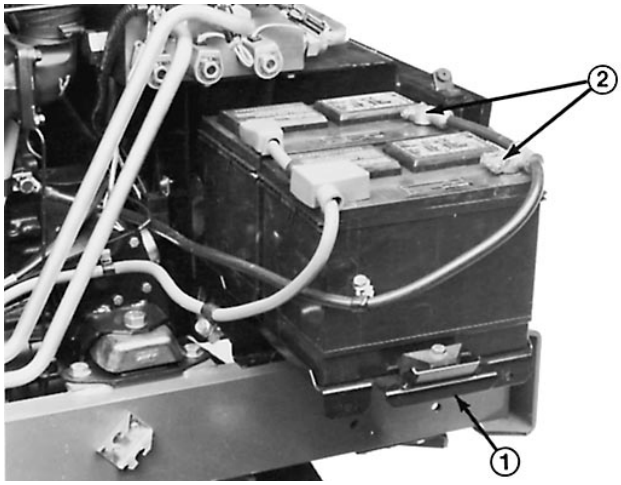

Afbeelding 51
2. Verwijder de tapbouten waarmee de accubak aan de machine vastzit en schuif de bak naar buiten (Afb. 51).
4. Maak de kabels naar de min (–) polen van de accu's los (Afb. 51). Sluit een acculader van 3 tot 4 amp. op de bevestigingspunten. Laad de batterijen bij een sterkte van 3 tot 4 amp. gedurende 4 tot 8 uur.